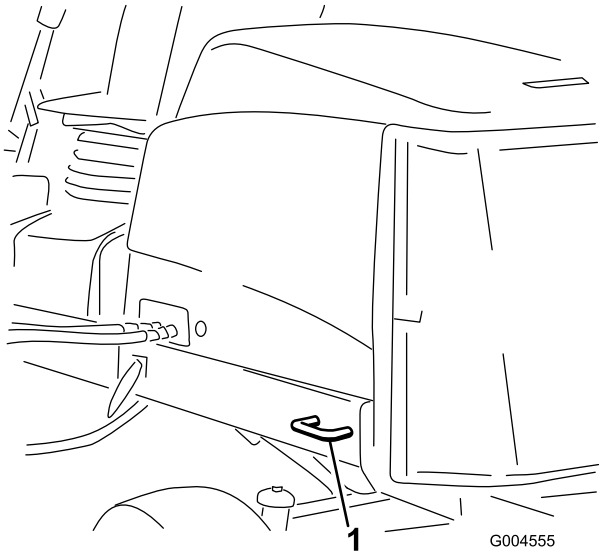

Figuur 41
- Achter – Beide zijden van het achterframe van de machine (Figuur 41).